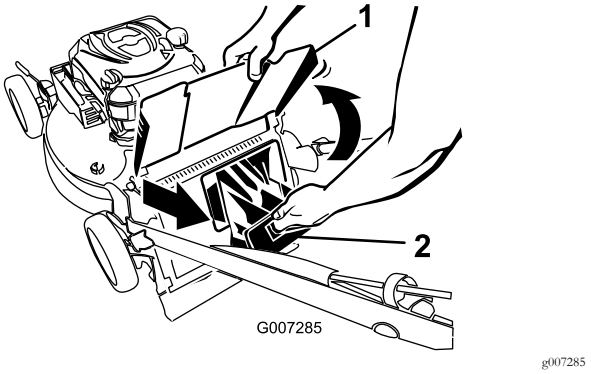

Figure 24
2. Soulevez le volet arrière et gardez-le dans cette position (Figure 24).
3. Retirez l'obturateur arrière (Figure 24).